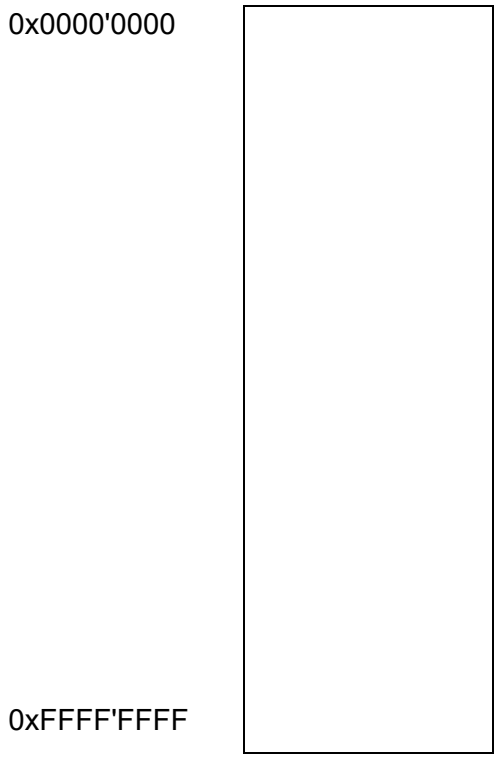

Abbildung 2: Memory Map – Speicherbereich der zwei EEPROMs
a) Zeichnen Sie den anzuschliessenden Speicher in der Memory Map des CT Boards ein (Abbildung 2) und beschriften Sie die tiefste und die höchste Adresse.